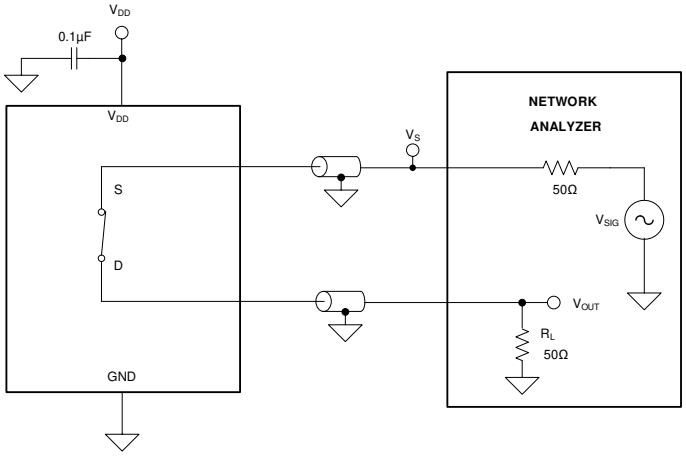

Figure 22. Bandwidth measurement setup
Bandwidth is defined as the range of frequencies that are attenuated by less than 3 dB when the input is applied to the source pin (S) of an on-channel, and the output is measured at the drain pin (D) of the device. The characteristic impedance, Z_0, for the measurement is 50 Ω. Figure 22 shows the setup used to measure bandwidth.